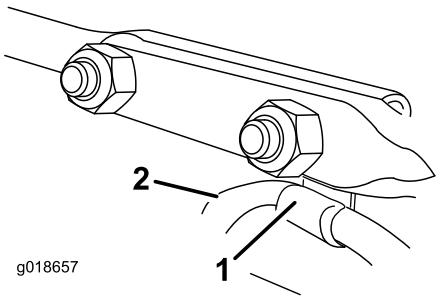

Figur 17
6. Sæt den kabelklemme, der støtter deflektorkablet, under hovedet på bræddebolten til fremadkørsel, og fastgør bræddeboltene med låsemøtrikkerne fra posen med løse dele (Figur 17).